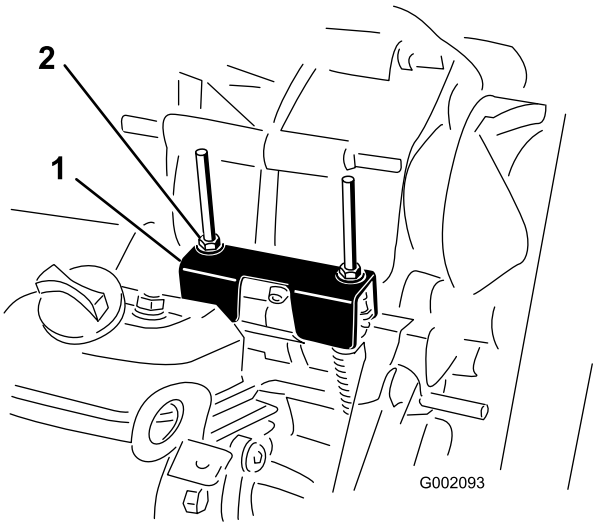

Figura 58
Para realizar operaciones de mantenimiento de rutina y/o diagnósticos del motor, debe ponerse el transeje en punto muerto (Figura 58). El selector de marchas del vehículo dispone de una posición de punto muerto, que controla el punto muerto del transeje. Deben tomarse las siguientes medidas para asegurarse de que la palanca de cambios acciona correctamente el punto muerto del transeje:
2. Asegúrese de que la pletina de punto muerto está en posición de punto muerto (nivelada respecto al soporte de montaje del cable situado debajo del soporte del cambio de marchas) girando el embrague arrastrado (Figura 58).
3. Gire una de las contratuercas (Figura 58) para obtener un espacio de 0,76–1,52 mm entre la parte inferior de la tuerca/arandela y la pletina de punto muerto.